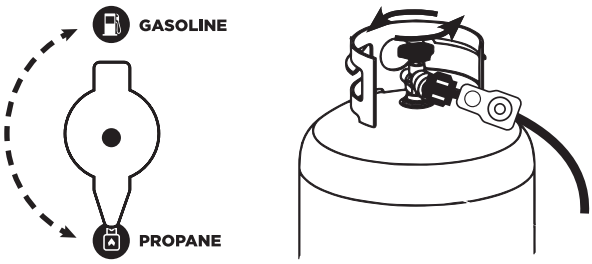

Figure 10 - Fuel Selector - PROPANE
b. Turn the fuel selector knob to **PROPANE** (see Figure 10).